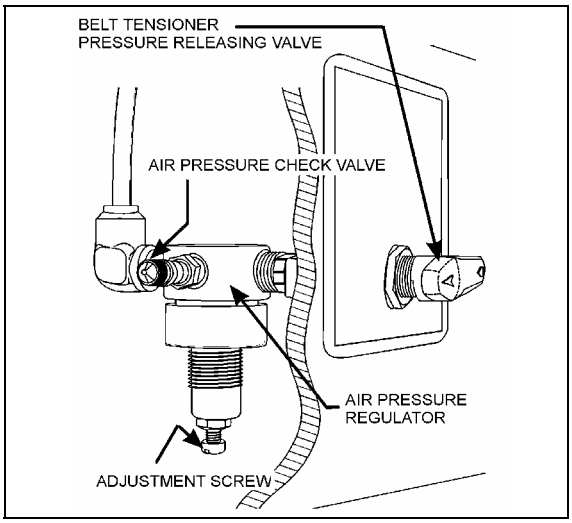

FIGURE 21: AIR PRESSURE REGULATOR 12175
1. Open engine compartment rear doors and locate the belt tensioner pressure releasing valve (Fig. 21), mounted above the engine R.H. side door next to the air pressure regulator, then turn handle counterclockwise in order to release pressure and tension on belts.
3. Reset belt tensioner pressure releasing valve (Fig. 21) to 55 psi (380 kPa) for Series 60 engines to apply tension on the new belts as explained in Section 12.